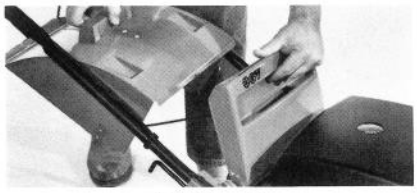

Abbildung 18
2. Die hintere Türe ganz öffnen (Abb. 18).